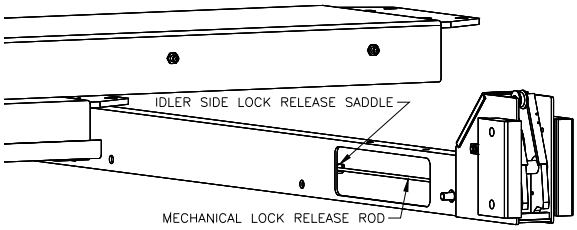

Fig 8 – Mechanical Lock Rod
10) Remove the four (4) cross beam sheaves (one sheave from each beam end). DO NOT REMOVE THE RUNWAY SHEAVE PINS.
11) Place the mechanical lock release rod into the saddles located on the inside of the cross beams, **Fig 8**.